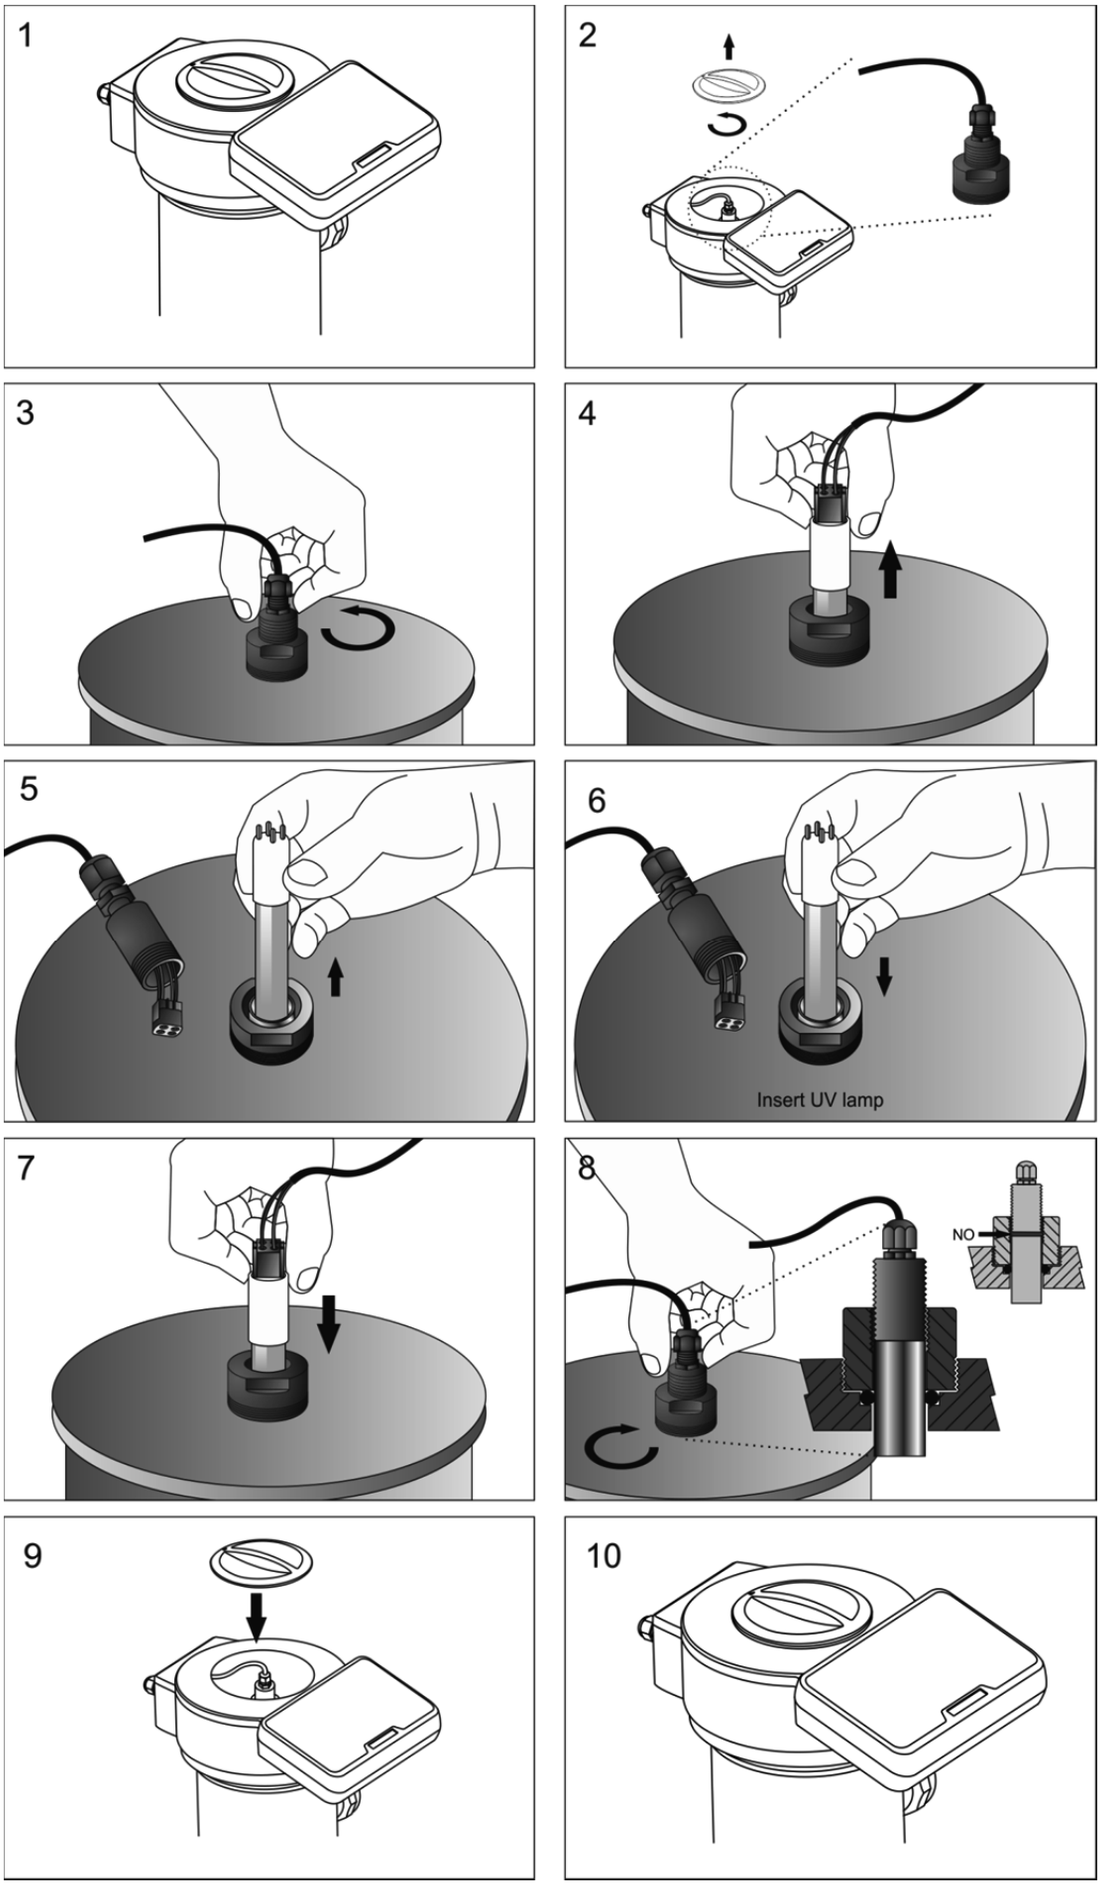

Fig. 5
Por favor, consulte la Fig. 5.
11.- Montar de nuevo la lámpara tal y como se describe el apartado 7.1 (Fig.5, steps [7] to [10]).